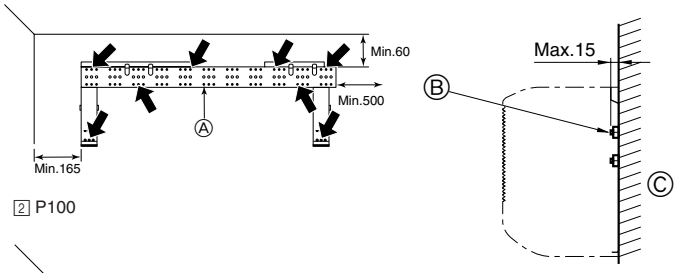

Fig. 3-4
▶ **Die Sicherung der Wandbefestigung durch die Löcher in der Mittelreihe von 12 mm Durchmesser mit vor Ort gekauften Schrauben (Zuganker, Ankerschraube und Ankermutter) mit M10- oder W3/8-Gewinde sichern. Die Spitze der Schraube darf nicht mehr als 15 mm aus der Wand herausragen. (Fig. 3-4)**